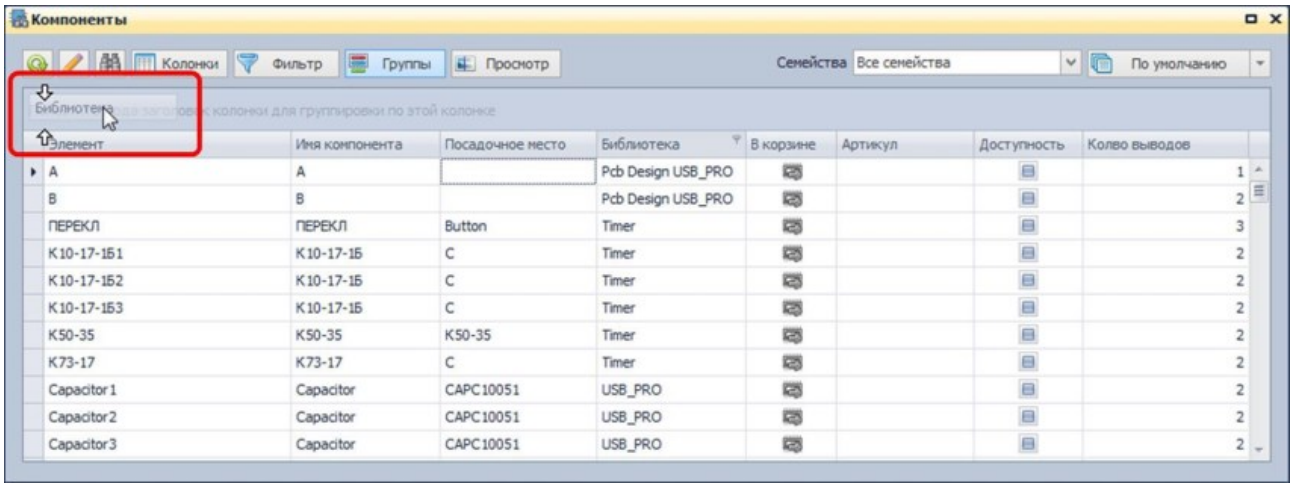

Рис. 761. Перемещение колонок в область группировки
2. Переместите заголовки (с помощью механизма drag-and-drop) в область группировки, см. Рис. 761. После перемещения колонки в область группировки таблица будет сгруппирована (разделена на несколько частей, в соответствии с конкретным значением параметра группировки, например, по именам библиотек).